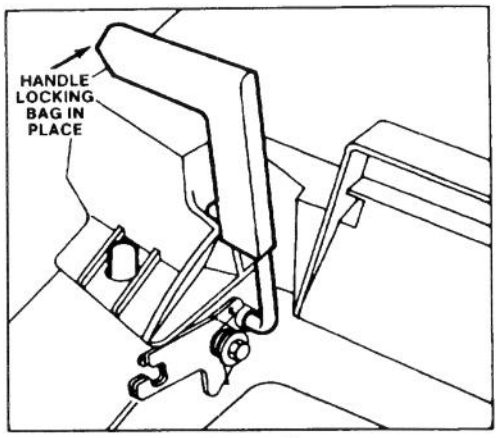

Figure 11
4. BLADE AND TRACTION OPERATION (Fig. 11) — Move control bar down "A" and raise to engage blade "B". Move ground speed control to desired setting and squeeze control bar against handle "C" to drive. Ground speed varies, depending on space between control bar and handle. To disengage traction drive, but keep blade engaged, gradually release control bar to mid position. To self-propel with blade disengaged, simply squeeze control bar against handle, eliminating downward movement necessary for blade engagement.
4. Pull chute door handle forward until pin clears bag catch and move handle rearward until pin locks in bag notch (Fig. 11). Chute door in mower housing is now open. It may be necessary to push down on top right of bag door to release handle locking pin from catch.